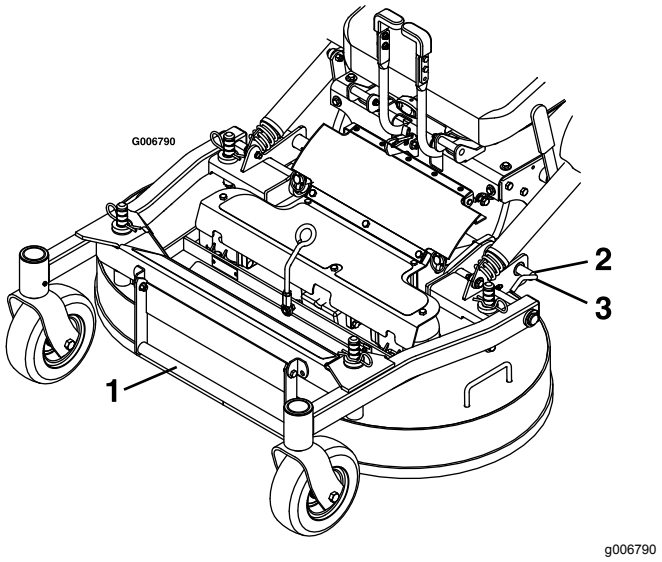

Figure 8
3. Dégagez les goupilles de verrouillage de chaque côté du tablier de coupe (Figure 8).
2. Poussez les goupilles de verrouillage vers l'intérieur et tournez-les vers l'avant pour verrouiller solidement le tablier en position abaissée (Figure 8).